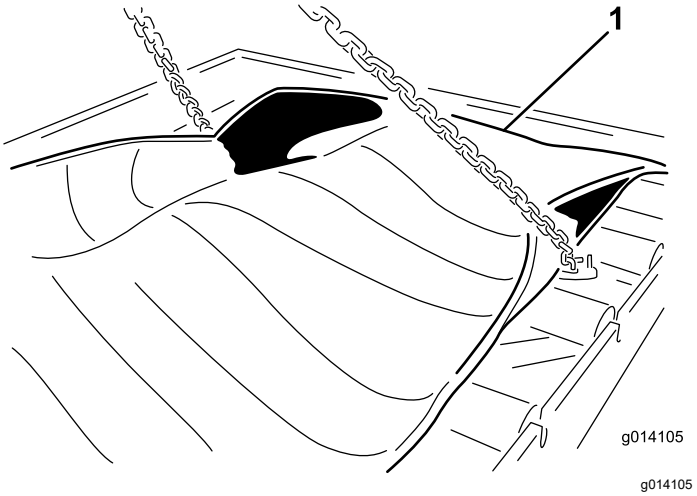

Figur 54
23. Avlägsna de 24 bultarna för att frigöra patronen (Figur 54).